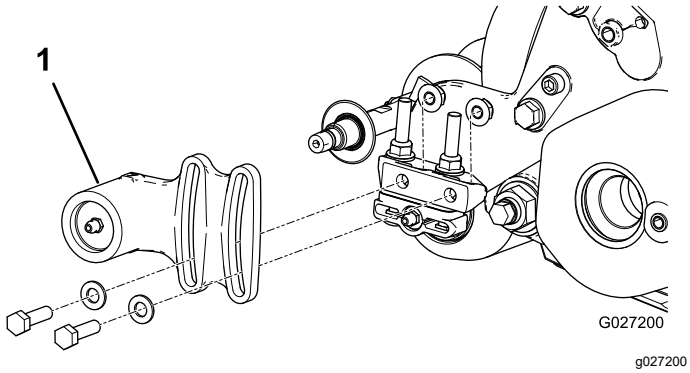
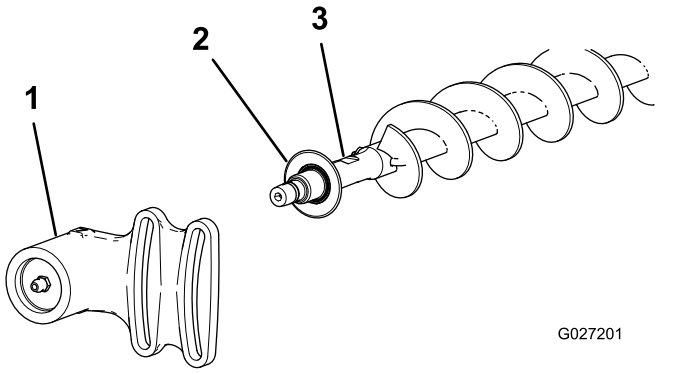

Figura 21
Figura 22
1. Se estiver instalada uma escova do rolo na unidade de corte, remova os dois parafusos, anilhas e porcas que prendem a caixa de rolamentos do lado oposto à transmissão ao suporte de montagem da caixa de rolamentos (Figura 21 e Figura 22).
2. Deslize a caixa de rolamentos do lado oposto à transmissão e o vedante de eliminação de sedimentos do eixo da escova (Figura 22).
9. Instale o vedante de eliminação de sedimentos e a caixa de rolamentos do lado oposto da transmissão no veio da escova (Figura 22).